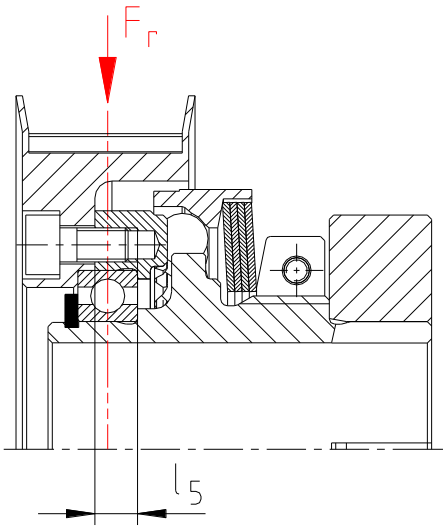

Bild 22
**Bei der Montage ist die max. Einschraubtiefe $l_5$ (siehe Tabelle 1, Bild 22) zu beachten.**
**Die Wirklinie auftretender Radialkräfte $F_r$ muss durch den Lagermittelpunkt führen (siehe Bild 22).**